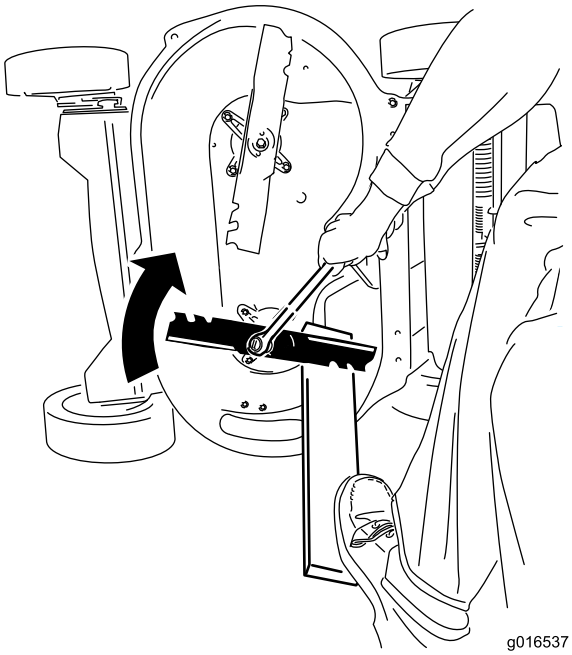

Figur 40
2. Støtt knivene med en planke, og drei knivbolten med klokken med en momentnøkkel, som vist i Figur 40, og stram hver knivbolt til 82 Nm.